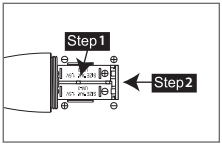

Figure 3
(3) Insert 2 pieces of UM-3 1.5 V batteries, remember to match correct polarity. (Step 1 of Figure 3)
(4) Directly push the battery tray back. (Step 2 of Figure 3)